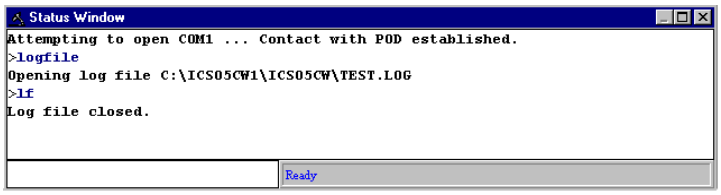

Figure 6-10. Results of Entering the LF Command in the Status Window
- Choose the Start Logfile option from the ICS05CW File menu, or enter the LF command in the Status Window command line (Figure 6-10).